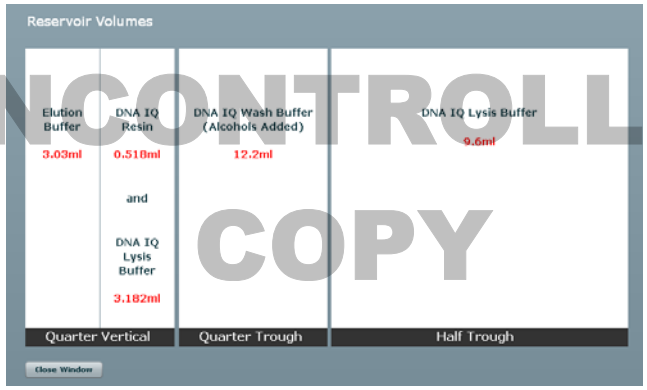

Figure 10. Estimated reagent volumes for a specific plate of samples.
2.6.3.8 The following window, shown in Figure 10, will open up.
2.6.3.9 Use the volumes indicated for each of the reagent troughs shown in Figure 10 to set up the reagents for the specific run. The values are calculated for each plate of samples from the